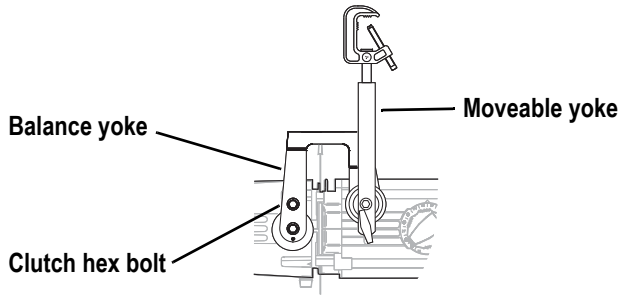

Figure 13
Step 2: Adjust the balance yoke so it is perpendicular to the fixture as shown in *Figure 13*. If front of the fixture has several accessories attached, you may need to tilt the balance yoke towards the front of the fixture to adjust the balance.